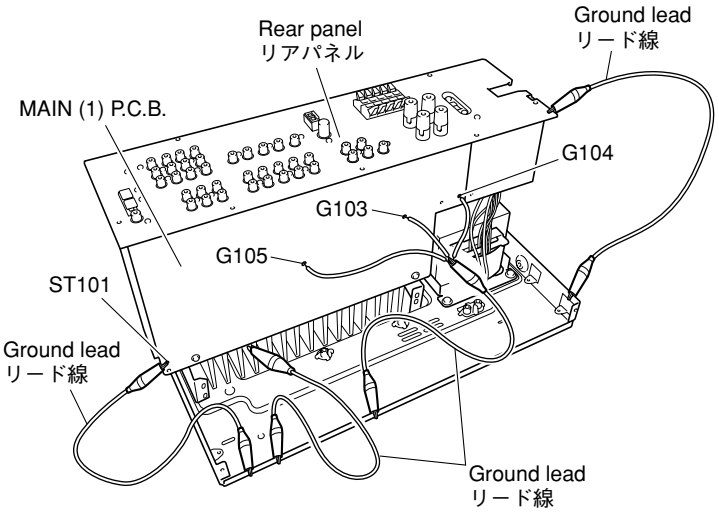

Fig. 5
d. Place the P.C.B. upright. (Fig. 5)
Be sure to connect the ground of heat sink, rear panel and MAIN (1) P.C.B. (G103, G104, G105 and ST101) to the chassis with a ground lead or the like. (Fig. 5)
d. P.C.B.を立ち上げて置きます。(Fig. 5)
e. シャーシから外したリアパネルおよびP.C.B.はアースが浮いて動作しませんので、ヒートシンク、リアパネルおよびMAIN(1)P.C.B.のG103、G104、G105、ST101のアースをリード線等でシャーシに接続してください。(Fig. 5)